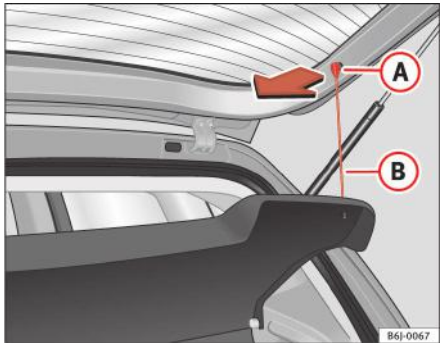

Fig. 85 Copertina portbagajului
– Scoateţi bridele ⇒ fig. 85 (B) din locaşurile (A)